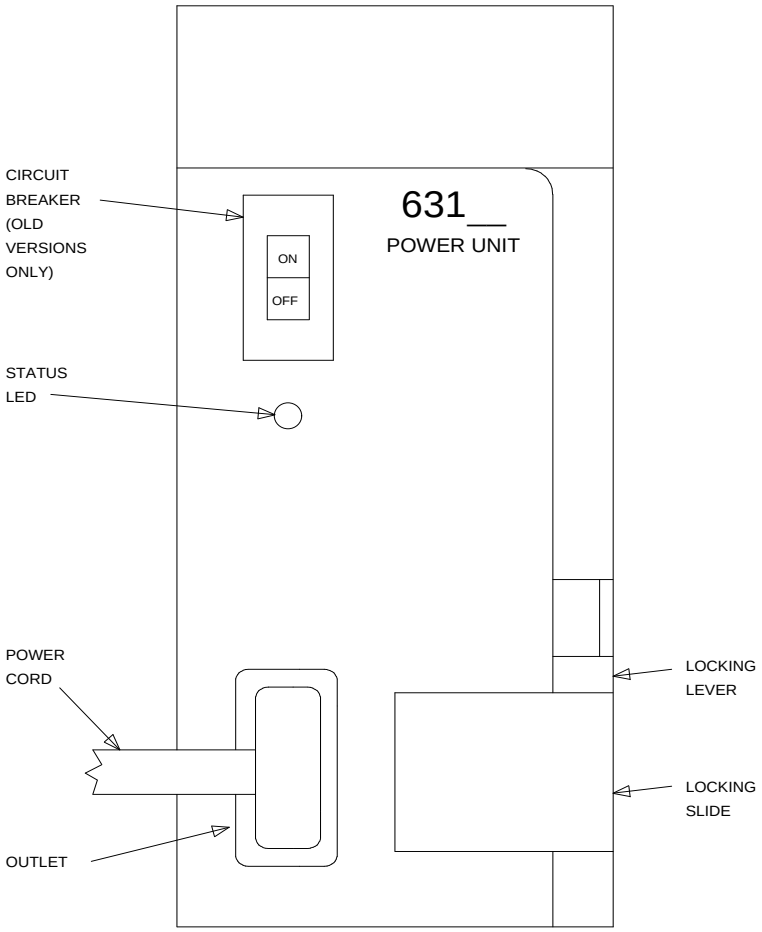

Figure 6-7. 631-Type Power Unit
13. Connect the power cords to the power units. The power cords are the white cables equipped with plugs that are run through the slots in the front of each carrier (see Figure 6-7).